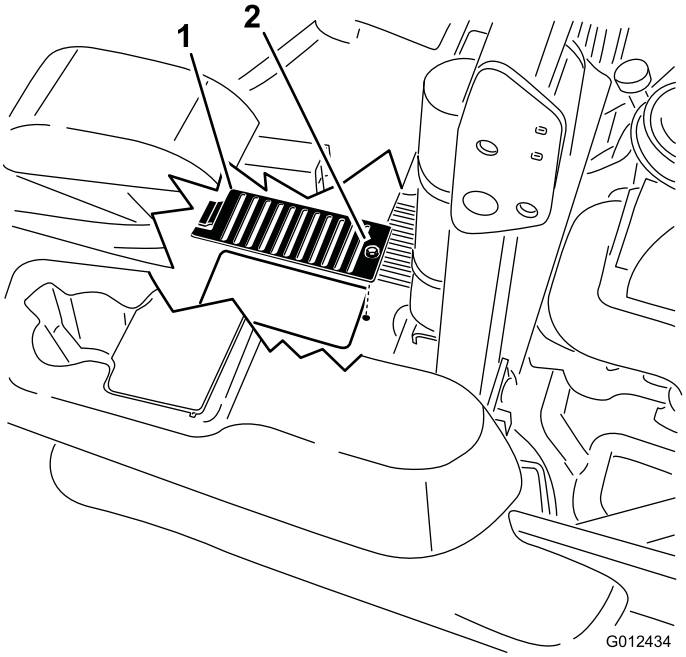

Figur 78
6. Fjern dekselet over hver peilestav og bolten som sitter fast i dekselet. Rengjør rundt hver peilepinne og hydraulikkenhet (Figur 78).